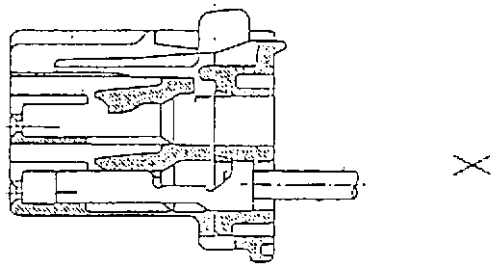
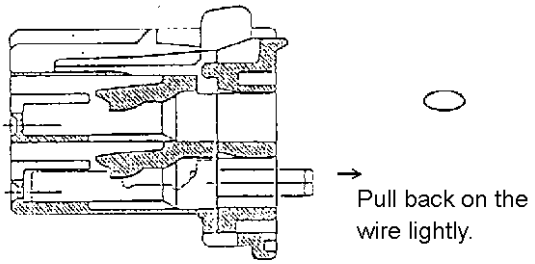

Fig.2 Contact is not locked.
Fig.3 When contact is correctly locked.
2. Verify that the terminal has been firmly locked to the housing lance. If the crimp is located at the center of the retainer during contact mounting as shown in Fig.2, contact locking is not engaged rightly, causing the contact to slip out. Push the contact into the lance as shown in Fig.3. Locking it to the housing lance correctly will make a clicking sound.
2. If contacts are not mounted correctly inside the housing, double lock may not completely lock or effectively lock. See Figs.2 and 6.